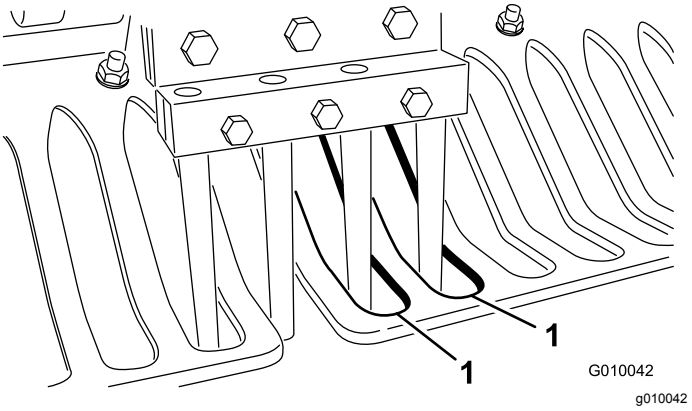

Figuur 28
7. Controleer of de tanden zich in het midden van de openingen in de beschermvingers bevinden (Figuur 28). Verstel indien nodig de beschermvingers en draai de moeren vast.